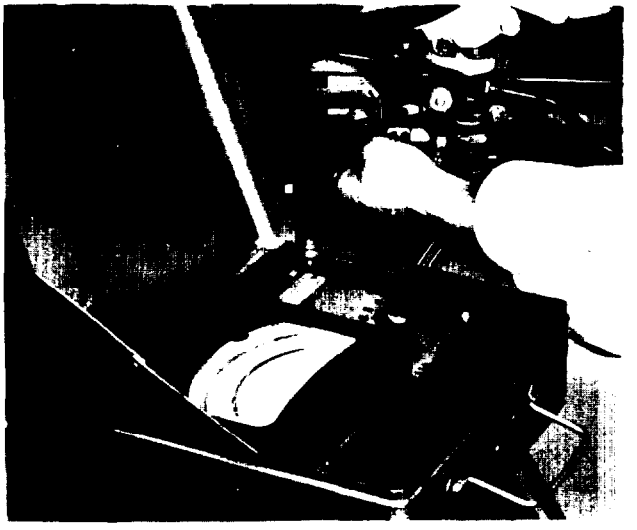

Figure 4-55. Idle Speed Adjustment
4-54. INITIAL IDLE SPEED ADJUSTMENT (See figure 4-55). A stop screw at the throttle lever flange of the carburetor controls the engine idle speed. Turn the screw outward (counterclockwise) to increase the engine idle speed and inward (clockwise) to decrease the engine idle speed. Initial idle adjustment will automatically set the preliminary fast idle (hot engine) RPM required.
h. Check the engine idle (hot engine) speed and adjust it to specifications, if necessary. See figure 4-55 for adjustment point.